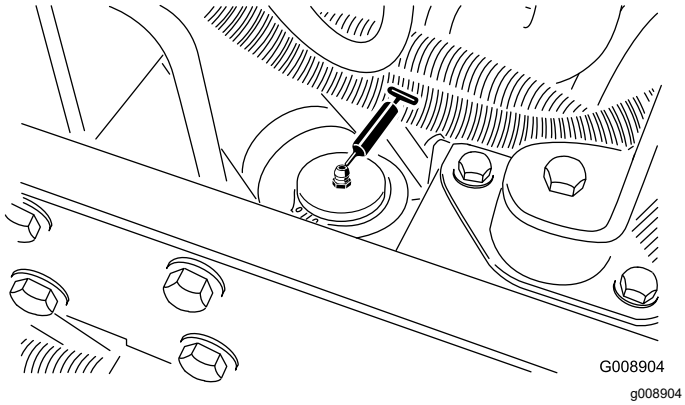

Rysunek 70
- Siłownik wspomagania kierownicy (Rysunek 70).